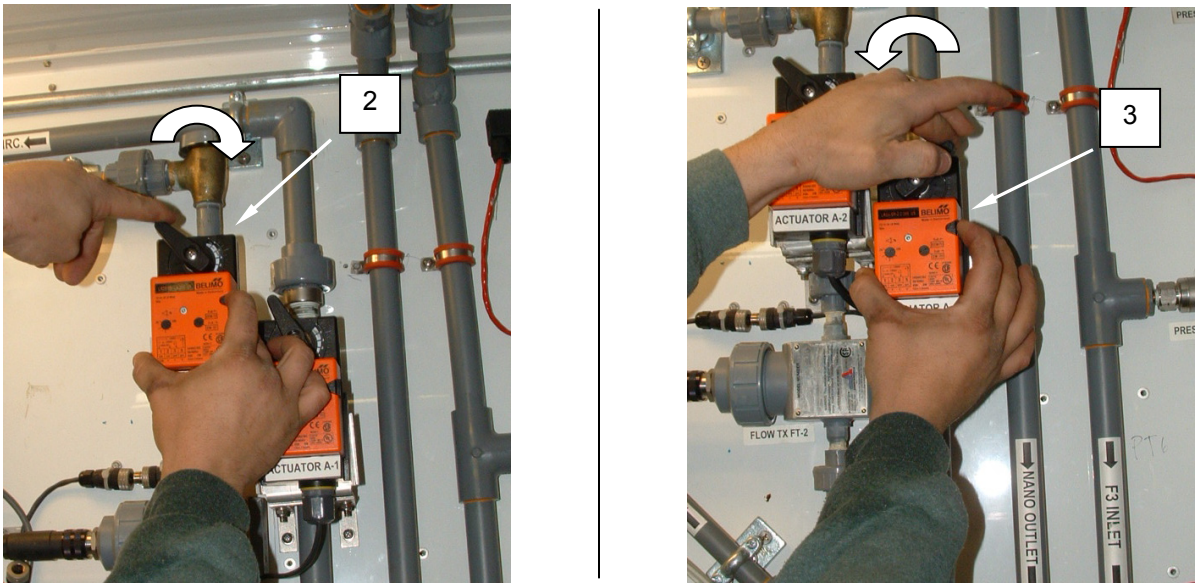

Figure 3. Nanofilter Cleaning Procedure – Manually Set Actuators.
3. Press the valve release and manually close Actuator A-3 **(Figure 3, Item 2)**.
4. Press the valve release and manually open Actuator A-4 **(Figure 3, Item 3)**.